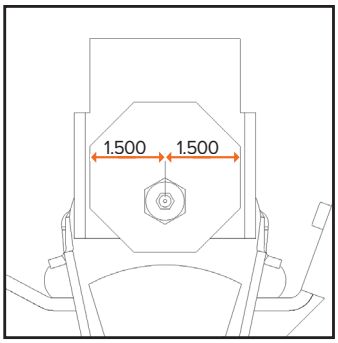
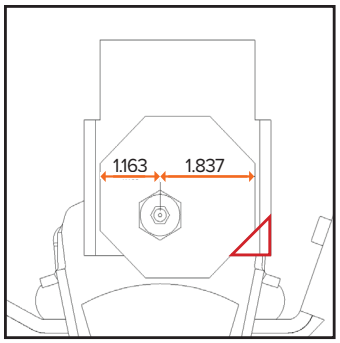

Figure 1 - Center Setting
Figure 2 - Intermediate Setting*
NOTE: If the trailer is equipped with a Correct Track system, the **CRE**3000 can only be installed using the center or intermediate positions of the dial (see Figures 1 and 2). When using the intermediate setting of the Correct Track dial, trim the corner of the hanger opposite the offset of the shoulder bolt on both the inside and outside of the hanger (the red area outlined in Figure 2). This must be done on the curbside as well as the roadside of the trailer.
*Both the intermediate and extreme settings can occur on either side of center. In Figures 2 and 3, the settings are shown as offset to the left, but they can occur as offset to the right, as well.